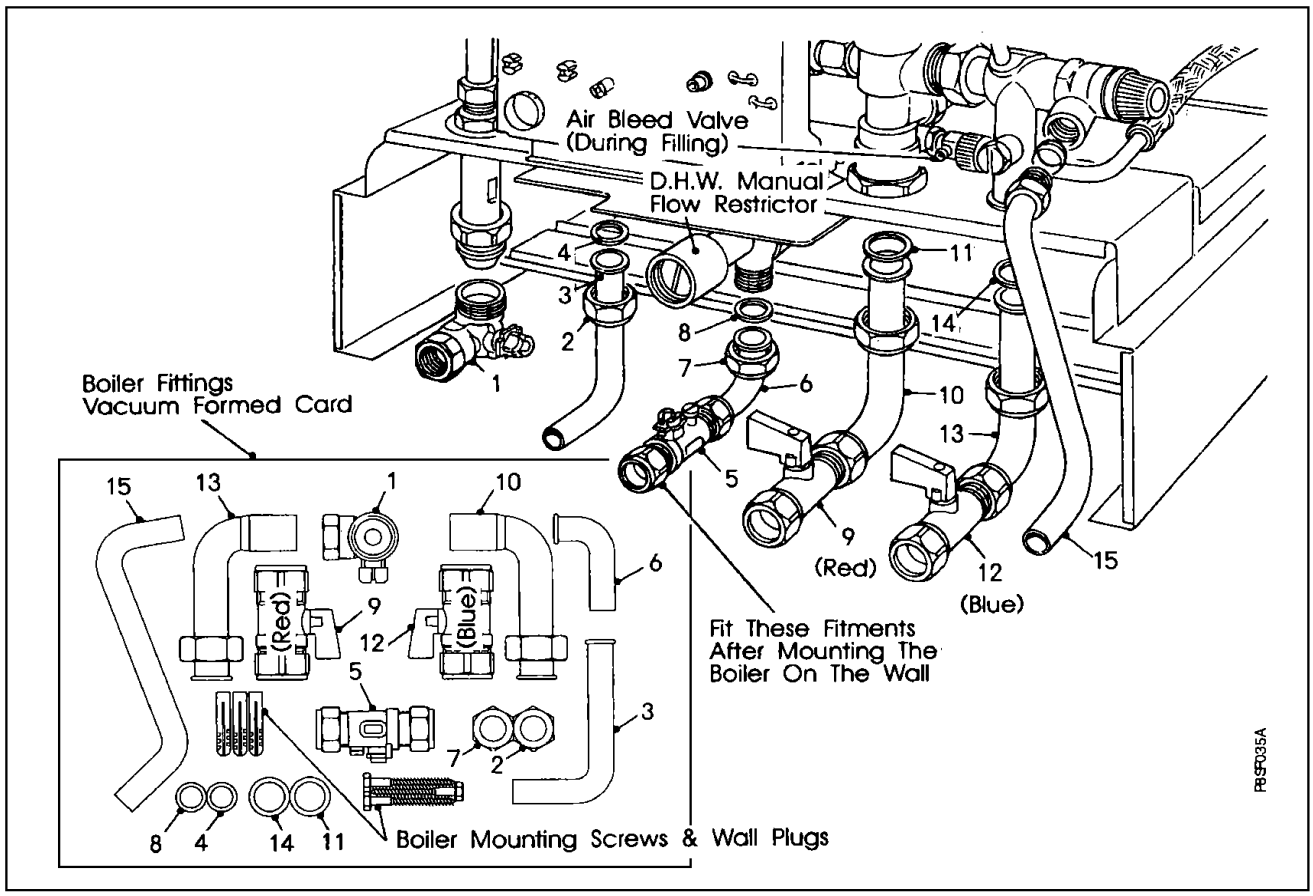

Fig 16
All connections to the appliance are supplied unassembled in the boiler carton on a vacuum formed card. Remove all fittings and assemble to the appliance. (Fig. 16).
(Fig. 16)
b) Fill and vent the system until the pressure gauge registers 1.5 bar (21.5 psi), examine for leaks and rectify. Do not overtighten joints. During filling ensure that the plastic screw on top of the automatic air vent is not tight and air can escape. **Do not tighten the air vent screw after filling**. To ease filling an air bleed valve (Fig. 16, Page 17) is fitted to the diverter valve which must be opened until water flows out. The valve should then be closed.